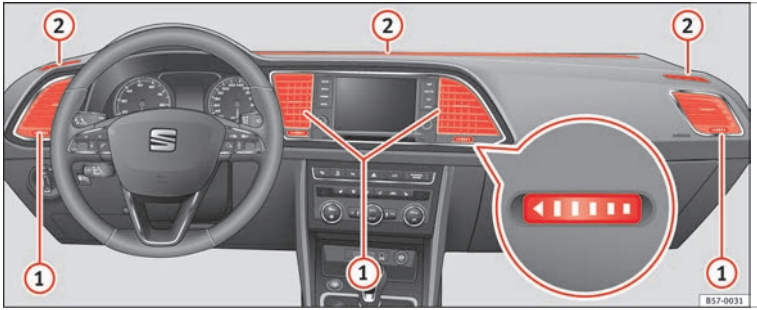

Fig. 161 On the dash panel: air vents
To ensure proper heating, cooling and ventilation in the vehicle interior, air vents ››› **Fig. 161** (1) should remain open.